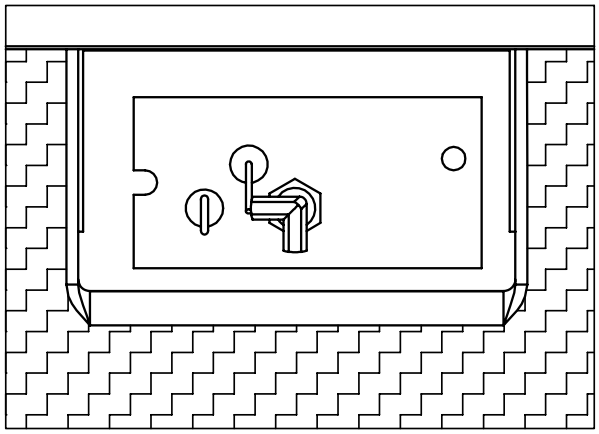

Figure 24. Correct Pilot
8. Reinstall the burner, tray, glass media, and glass door. Also refer to Secondary Installation - Firebox Liner and Burner Tray Removal section. When re-installing the burner, ensure that the burner to pilot hood relationship is similar to what is shown in Figure 24.